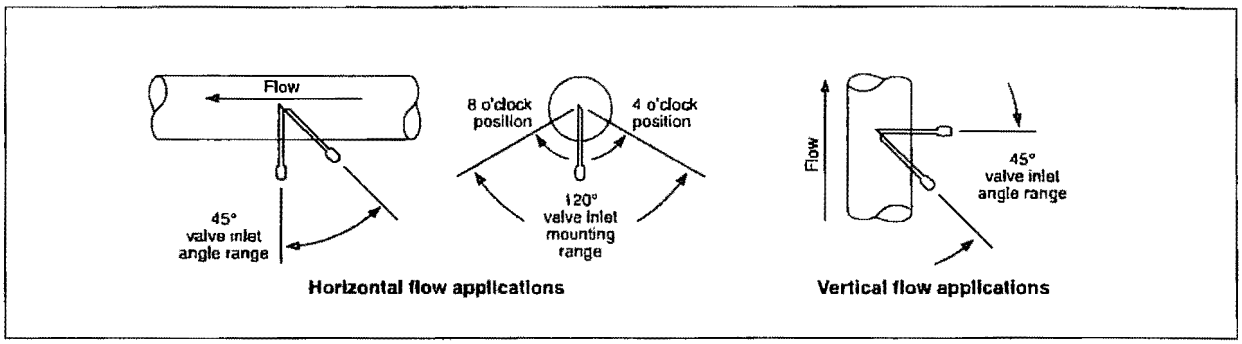

Figure 3 — *Recommended injector nozzle mounting positions*
4. Prepare the main to be treated to accept male pipe threads on the corporation stop valve. Refer to the recommended injector nozzle mounting position (Figure 3).